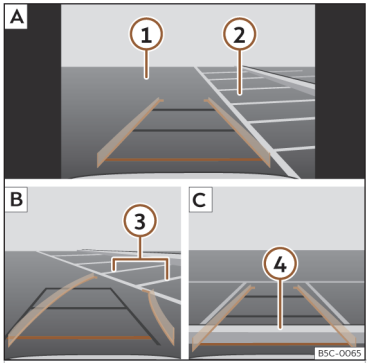

Abb. 160 Anzeige auf dem Bildschirm des Infotainment-Systems: Einparken mit dem Rückfahrassistenten.
Legende zur ››› **(Abb. 160)**:
- Bringen Sie das Fahrzeug vor die Parklücke ››› **(Abb. 160)** 2 A.